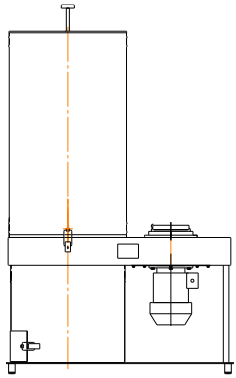

Рис. 1
– УВП-1200А – на основании с четырьмя ножками, рис.1;